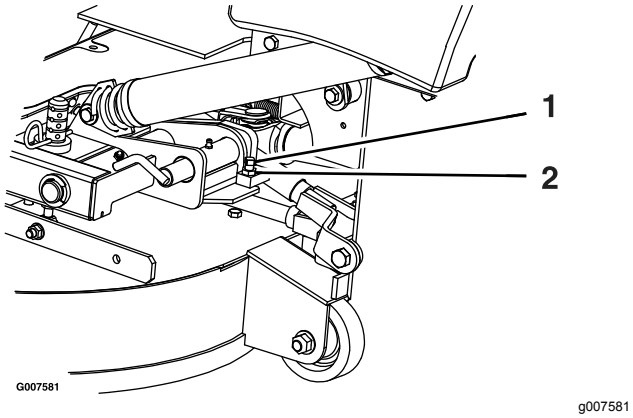

Figuur 69
2. Maak de contramoer los en draai de stopschroef rechtsom totdat de borgpen strak staat en niet met de hand kan worden gedraaid (Figuur 69).